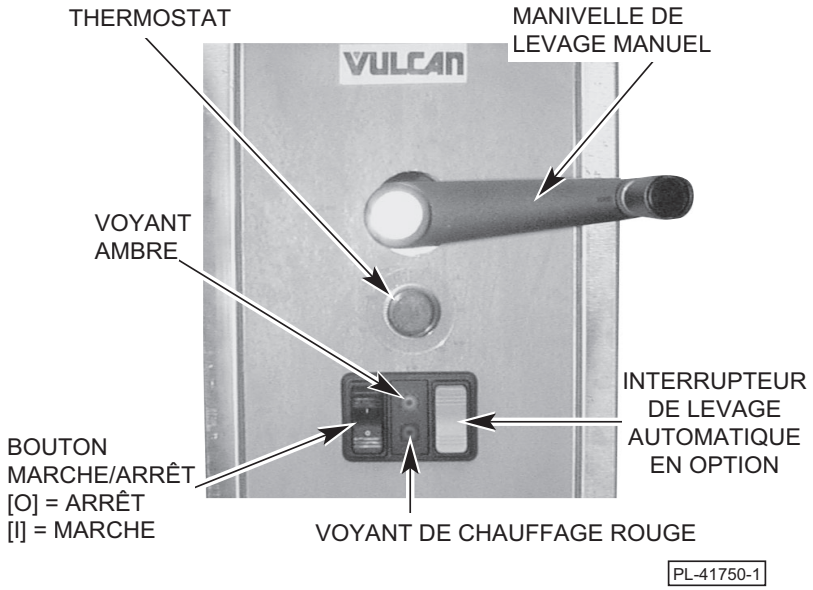

Fig. 3
2. Le levage de la braisière est contrôlé par l'interrupteur à bascule gris situé sur le panneau de commande (voir fig. 3).
Commandes (voir fig. 3)
Commandes (fig. 3)